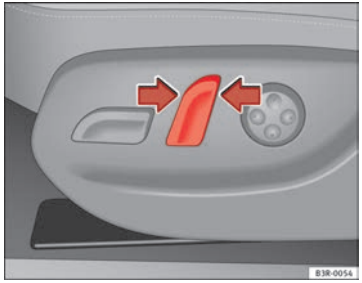

Fig. 109 Front seat: Backrest adjuster switch
– Press the button in the appropriate direction of the arrow ⇒ fig. 109 to adjust the backrest ⇒ ⚠.